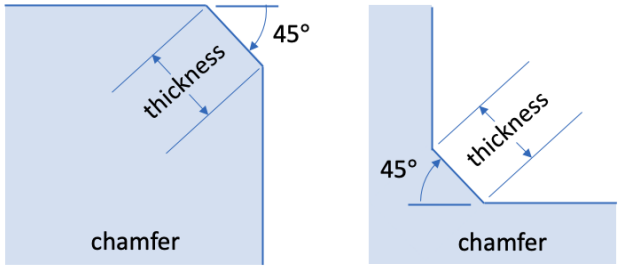

**Figure 8. Chamfer Examples**
together in the power tool as a collection of surfaces that can be expanded and examined individually. Chamfer chains are ordered based on the narrow thickness of the surfaces illustrated in Figure 8. Setting the **Chamfer Thickness** threshold in the Options panel will control which chamfer chains will be identified. The default value for **Chamfer Thickness** threshold is the current **mesh_size** Since chamfers with small thickness can effect the resulting size of the elements the **remove surface** option is often used to eliminate them.
- **Blend Chains** - A blend surface serves as a smooth transition between two neighboring surfaces, such as a fillet as shown in Figure 8. Blends are identified as surfaces having a constant radius along one of its parametric directions. Blends often occur as a chain or connected set of surfaces and are displayed as a collection of surfaces in the power tool that can be expanded and examined individually. Enter a **Blend Radius** threshold value at the top of Geometry power tools options panel to control the maximum radius of curvature for surfaces returned from this test. The default value for **Blend Radius** threshold is the current **mesh_size**. Resulting blend surfaces are ordered based upon their minimum radius of curvature. Blend chains can be candidates for the **remove surface blend_chain** or **split surface** commands.